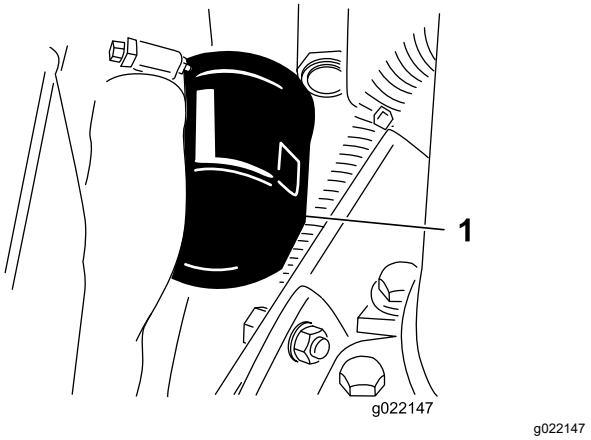

Figur 57
2. Fjern oliefilteret (Figur 57).